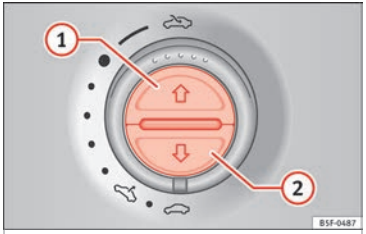

Fig. 140 On the interior roof lining: switches for the sun blind
To open completely (automatic):	Press button ››› Fig. 140 (1) briefly.
To stop automatic operation:	Briefly press the button ››› Fig. 140 (1) o ››› Fig. 140 (2).
To set the intermediate position:	Hold the button ››› Fig. 140 (1) or ››› Fig. 140 (2) until the required position is reached.
To close completely (automatic):	Press button ››› Fig. 140 (2) briefly.
- *Sun blind:* Within 5 seconds of triggering the anti-trap function, push button ››› Fig. 140 (2) until the sun blind closes completely.